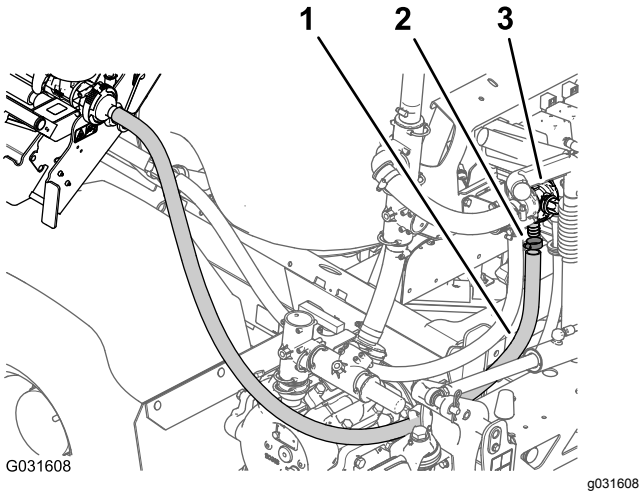

Figur 36
7. Fjern slangeklemmen, som fastgør udlederforsyningsslangen på fittingen med modhager på udlederkontrolventilen (Figur 36).
8. Fjern slangen fra udlederkontrolventilen (Figur 36).